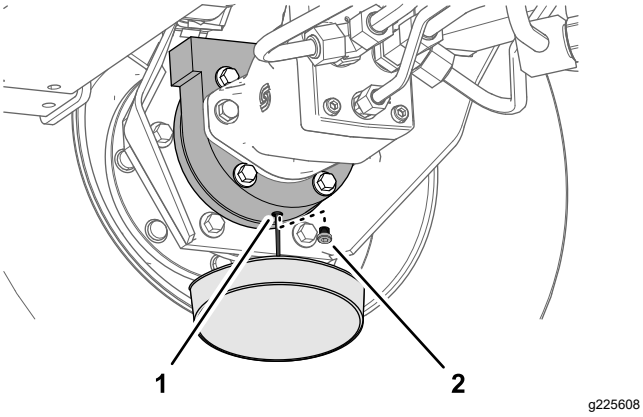

Figur 101
6. Placer en drænbakke under bremsehuset, fjern aftapningsproppen, og lad olien dræne fuldstændigt (Figur 101).